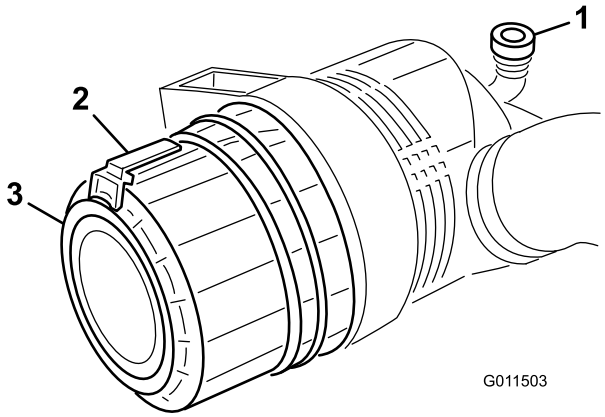

Figur 48
1. Dra ut spärrhaken och vrid luftrenarkåpan motsols (Figur 48).
7. Montera kåpan och placera gummiutloppsventilen (Figur 48) i nedåtläge – mellan ca klockan 5 och klockan 7 sett från änden. Fäst spärrhaken.